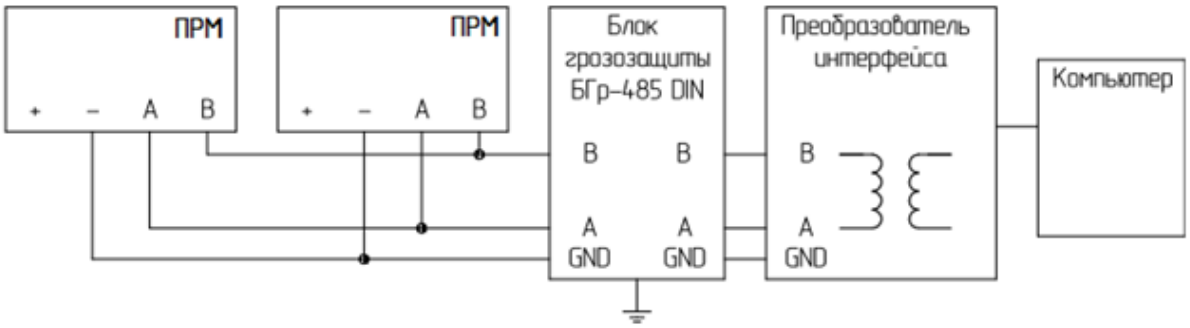

Рисунок 2.10 – Схема подключения удалённого компьютера к извещателям через интерфейс RS-485
– Объединить цепи «-» всех извещателей и преобразователя интерфейса в данной линии (рисунок 2.10).